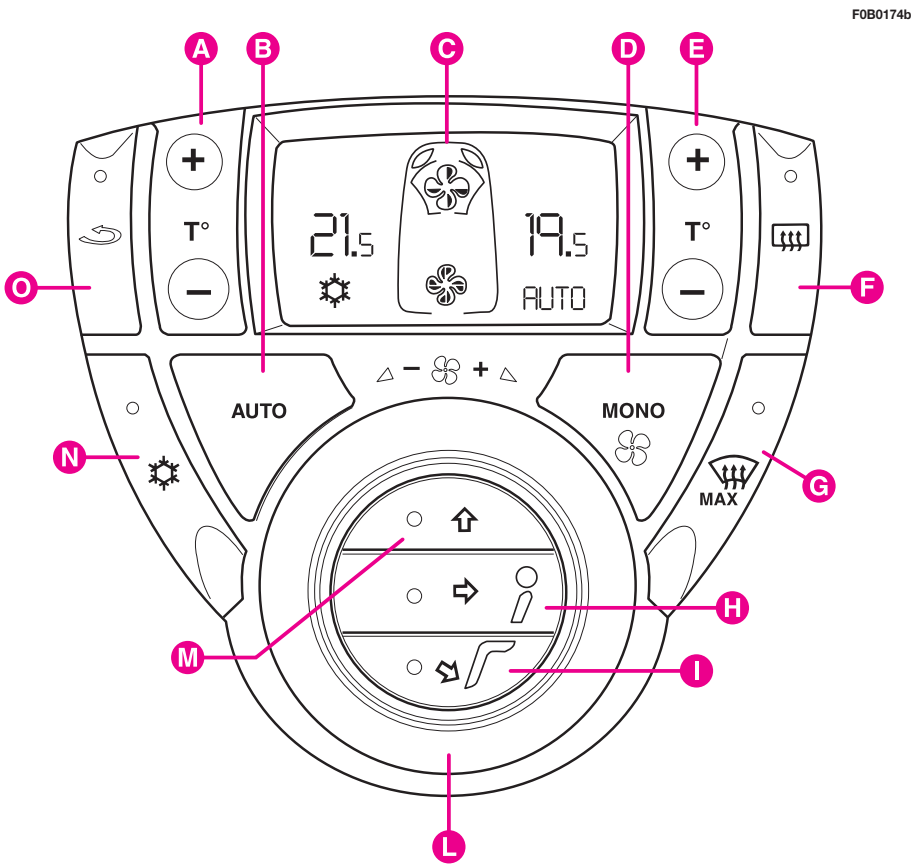

fig. 88
Legend fig. 88
• **driver's and passenger's side temperature alignment (MONO) fig. 88 (for versions without additional fans)**: this is possible by pressing button **D**, so a single temperature is reached inside the passenger compartment.